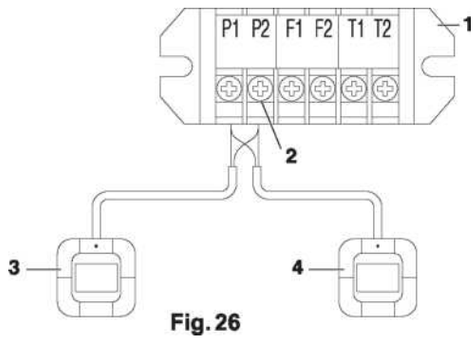

Fig. 26
- Ao utilizar o controle de grupo e **dois** controles remotos simultaneamente, é recomendado conectar o controle remoto 2 (Secundário) à unidade interna que esteja localizada no final da fiação cruzada, ou seja, a interna com o número mais alto. (Consulte a **Fig. 26)**